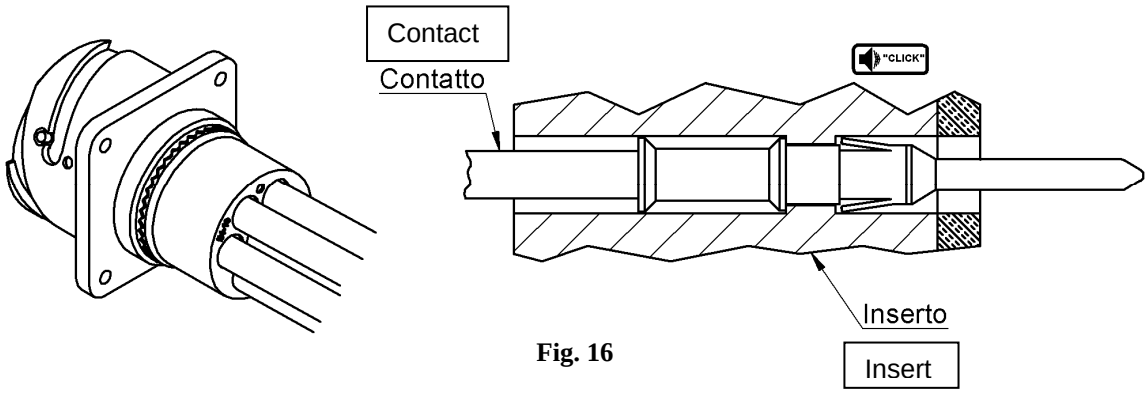

Fig. 16
Step 3.2: Complete the insertion operation by pushing the contact to the point of abutment until the click of the locking clip can be heard (Fig. 16). At this point, without the appropriate extractors it is no longer possible to remove the contact even by exerting pressure from the front part (an operation which, in any event, is recommended in order to check the correct positioning of the contact itself).